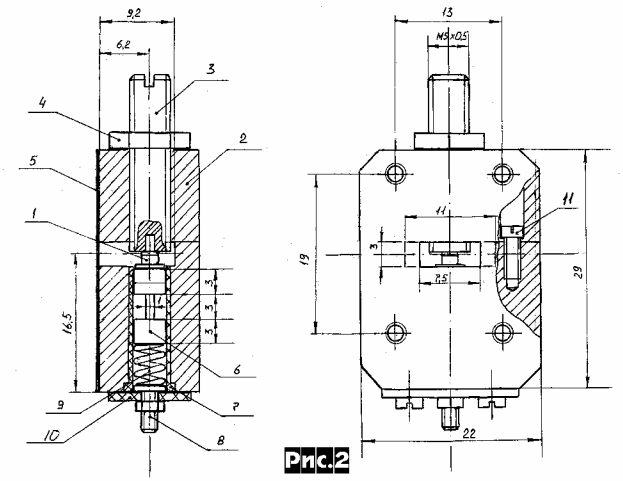

Рис.2
В данном устройстве используется автодинный преобразователь на диоде Ганна 3А736Г. **Чертеж модуля СВЧ** преобразователя представлен на ***рис.2.***
Корпус модуля (2) выполнен из двух частей, стянутых винтами (11). СВЧ диод (1) расположен внутри волновода сечением 11х3 мм. Канал волновода выполнен фрезерным способом. Для улучшения теплоотдачи диод Ганна запаян в винт настройки (3). Точкой подачи питания на диод (1) и съема доплеровского сигнала является катод диода, который связан с выходным контактом (8) через пружину (9) и фильтр (6), который представляет собой заграждающий СВЧ фильтр на четвертьволновых отрезках коаксиальных линий с различными значениями волновых сопротивлений и препятствует просачиванию СВЧ энергии в цепи питания и обработки. Фильтр изготовлен из латуни токарным способом и имеет гантелеобразную форму (рис.2, деталь 6, диаметры 3-1-3 мм). Условно можно полагать, что тонкая часть фильтра представляет собой на СВЧ индуктивность, а расширения - эквивалентны емкостям. Волноводное сечение корпуса закрыто индуктивной диафрагмой из латуни (5) толщиной 0,1 мм. Окно диафрагмы имеет размер 7,5х3 мм. Винт настройки фиксируется контргайкой (4). После сборки корпуса его волноводный фланец шлифуется и полируется, аналогично должны обрабатываться поверхности диафрагмы и прилегающей к ней внутренней фланцевой части корпуса изделия ***(рис.6).*** Изолирующая втулка (7) СВЧ модуля ***(рис.2)*** изготовлена из фторопласта и имеет толщину стенки 0,3 мм. Пружина (9) выполнена из фтористой бронзы, крепление (10) контакта (8) - из текстолита. Положение диода в канале волновода примерно соответствует указанному на ***рис.2***, однако точно установить рабочую частоту винтом настройки можно только имея СВЧ частотомер.